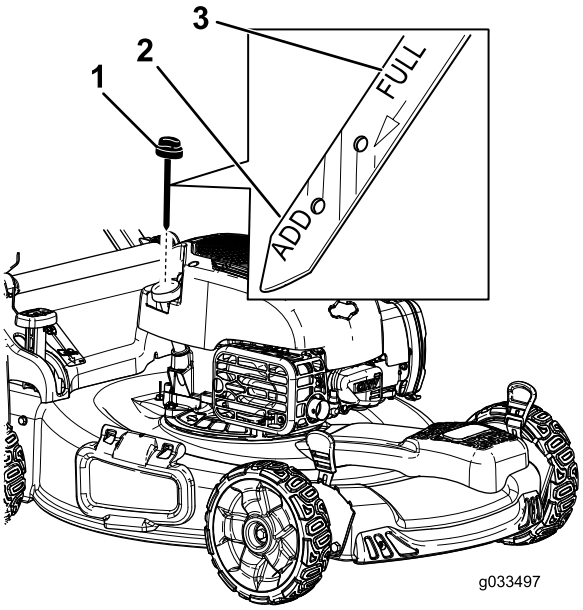

Figur 8
2. Ta ut oljestickan (Figur 8) och häll i ungefär 3/4 av vevhusets oljekapacitet i påfyllningsröret för olja.
5. Ta ut oljestickan och läs av oljenivån, se Figur 8.